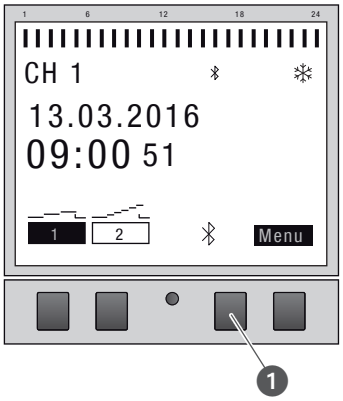

Abb. 27: Bluetooth-Verbindung an der Verteilerschaltuhr aufbauen
1. Die Bluetooth-Taste (Abb. 27/❶) an der Verteilerschaltuhr drücken.